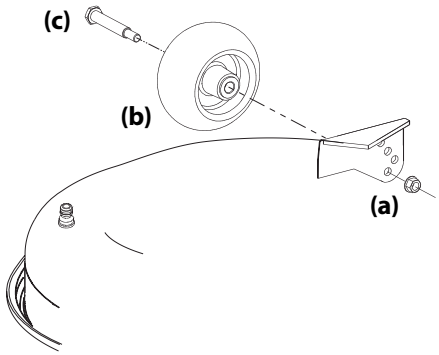

Figura 2-9
a. Retire la tuerca de seguridad (a) que fija uno de los tornillos hexagonales (c) de las ruedas de calibración delanteras (b) a la plataforma. Retire la rueda de calibración (b) y el tornillo con reborde (c). Consulte la Figura 2-9.